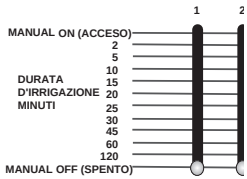

Abb. 13: Dauer-Schiebeschalter auf Manuell Aus gestellt
- Sie können jede beliebige einzelne oder mehrere Stationenabschalten, indem Sie den Bewässerungsdauer-Schiebeschalter in die Position **MANUAL OFF** (Manuell Aus) stellen (ganz nach unten) **[siehe Abb. 13].**